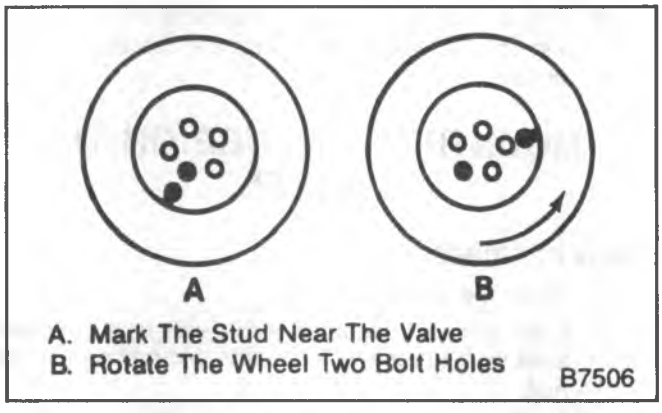

Figure 8—Tire and Wheel Assembly to Hub/Rotor Vectoring
1. Mark the wheel hub bolt nearest the valve stem for reference (figure 8).
2. Rotate the assembly two wheel hub bolts and recheck the runout (figure 8).